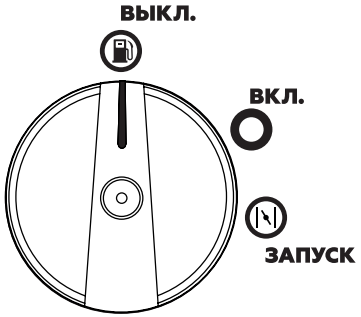

Рис. 13. Положения многофункционального рычага
5. Поверните многофункциональный рычаг сначала в положение «ВКЛ.», затем в положение «ЗАПУСК» (Рис. 13).
При запуске прогретого двигателя воздушную заслонку карбюратора закрывать не нужно. При запуске прогретого двигателя устанавливайте многофункциональный рычаг в положение «ВКЛ.» (Рис. 13).
8. По мере прогрева двигателя (как только двигатель начнёт «захлёбываться») постепенно открывайте воздушную заслонку (поворачивайте многофункциональный рычаг из положения «ЗАПУСК» в положение «ВКЛ.») (Рис. 13). Прогрев двигателя в зависимости от температуры окружающей среды занимает не более 1 минуты.
5. Поверните многофункциональный рычаг сначала в положение «ВКЛ.», затем в положение «ЗАПУСК» (Рис. 13). При этом открывается топливный кран и закрывается воздушная заслонка карбюратора.
карбюратора закрывать не нужно. При запуске прогретого двигателя устанавливайте многофункциональный рычаг в положение «ВКЛ.» (Рис. 13).
7. По мере прогрева двигателя (как только двигатель начнёт «захлёбываться») постепенно открывайте воздушную заслонку (поворачивайте многофункциональный рычаг из положения «ЗАПУСК» в положение «ВКЛ.») (Рис. 13). Прогрев двигателя в зависимости от температуры окружающей среды занимает не более 1 минуты.
После устранения аварийной ситуации обязательно закройте топливный кран — поверните многофункциональный рычаг в положение «ВЫКЛ.» (ВЫКЛЮЧЕНО) (Рис. 13).
4. Поверните многофункциональный рычаг в положение «ВЫКЛ.» (ВЫКЛЮЧЕНО) (Рис. 13).